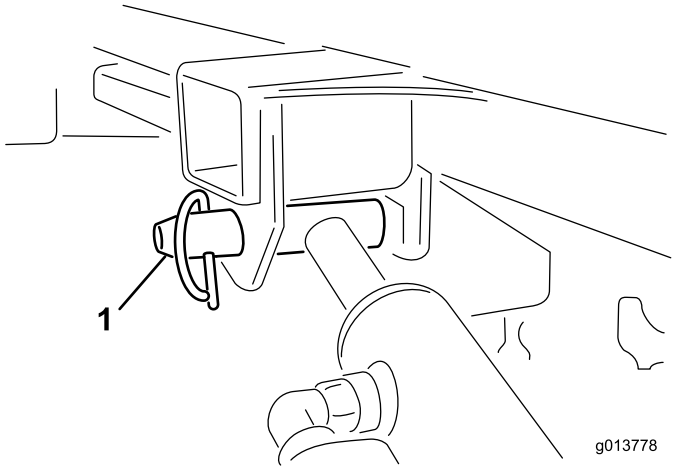

Figur 44
11. Håll lyftcylindern med ena handen. Ta bort lyftcylinderns låspinne med den andra handen (Figur 44).